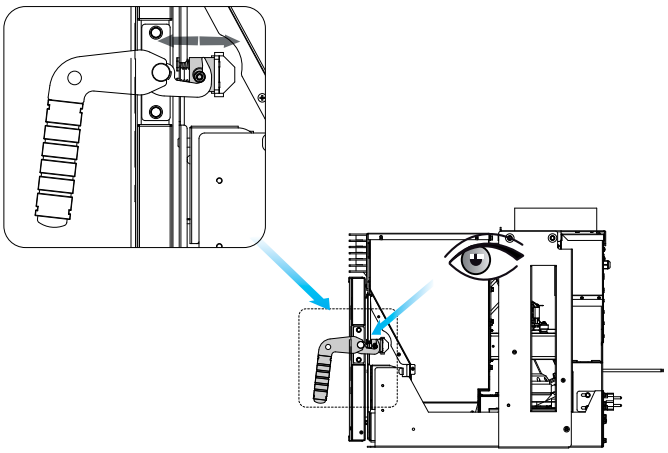

Abb. 7.20
N) die korrekte Funktion der Türverriegelungsfeder wie in der Abb. 7.20 gezeigt prüfen.